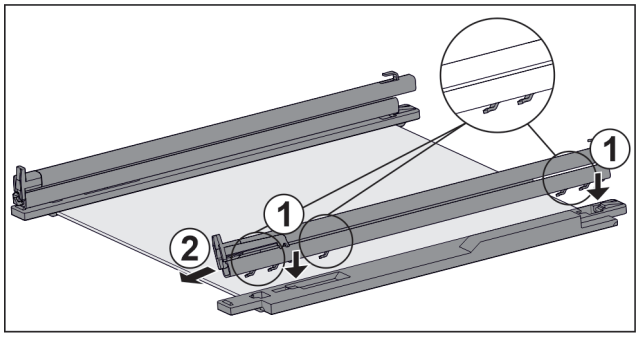

Fig. 138 Glasplatte mit Schienen und Halteteilen
▶ Haken der Schiene auf die Öffnungen des **linken** Halteteils setzen. *Fig. 138 (1)*
▶ Schiene nach vorne ziehen. *Fig. 138 (2)*
▶ Haken der Schiene auf die Öffnungen des **rechten** Halteteils setzen. *Fig. 138 (1)*